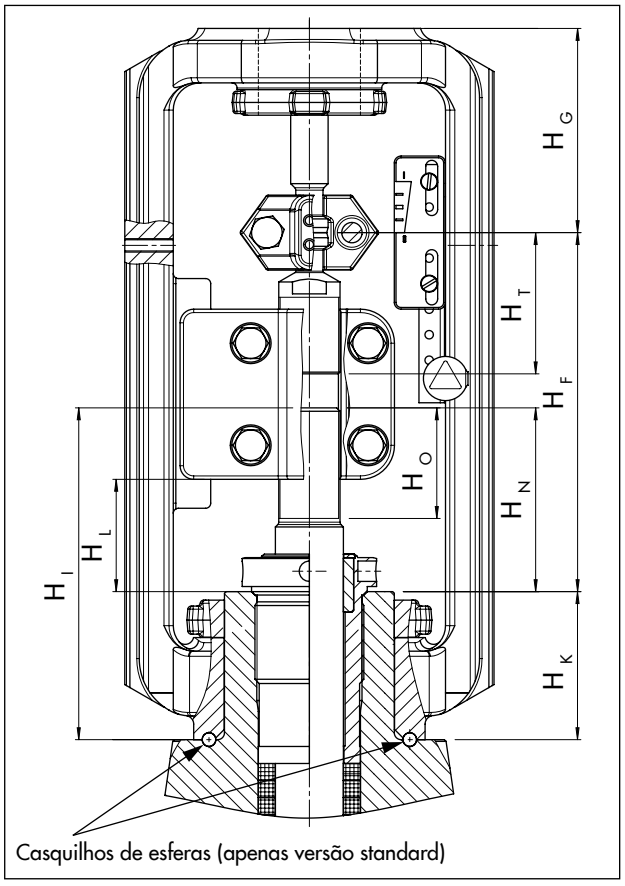

**Fig. 22:** *Desenho cotado com dimensões de montagem para atuadores pneumáticos Tipos 3271 e 3277*
**Tabela 17:** *Dimensões de montagem para atuadores pneumáticos Tipos 3271 e 3277 · Consulte o desenho cotado na Fig. 22*
Depois de montar o atuador é necessário alinhar a escala indicadora de curso. Para tal, alinhe o «0» na escala indicadora de curso com a ponta da abraçadeira de acoplamento da haste (consulte a Fig. 22).